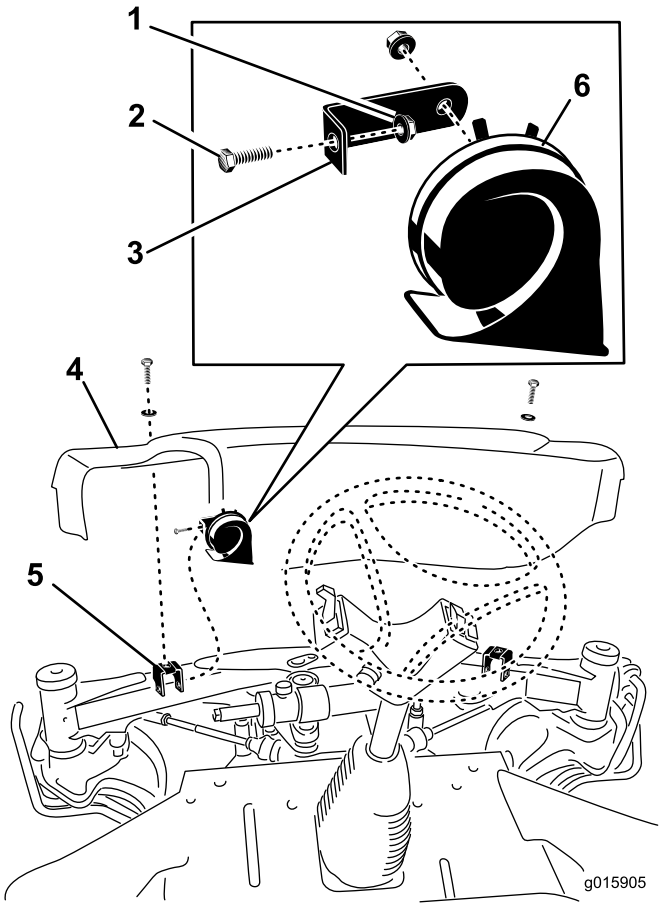

図 7
1. 前アクスルブラケットに前カバーを固定しているねじ（2本）とワッシャを外す(図 7)。前カバーを取り外す。
2. 左カバー取り付けブラケットにホーンブラケットを取り付ける； 5/16 x 3/4 インチねじと 5/16 インチフランジヘッドナットを使用する（図 7）。